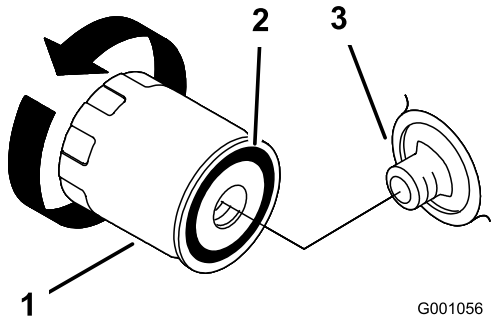

Figur 21
2. Fjern det brukte filteret, og tørk av filteradapterens pakningsflate (Figur 21).
3. Påfør et tynt lag med ny olje på gummipakningen på det nye filteret (Figur 21).
4. Sett det nye oljefilteret i filteradapteren, drei oljefilteret med klokken til gummipakningen kommer i kontakt med filteradapteren, drei stram så til filteret ytterligere 2/3 til 1 omdreining (Figur 21).